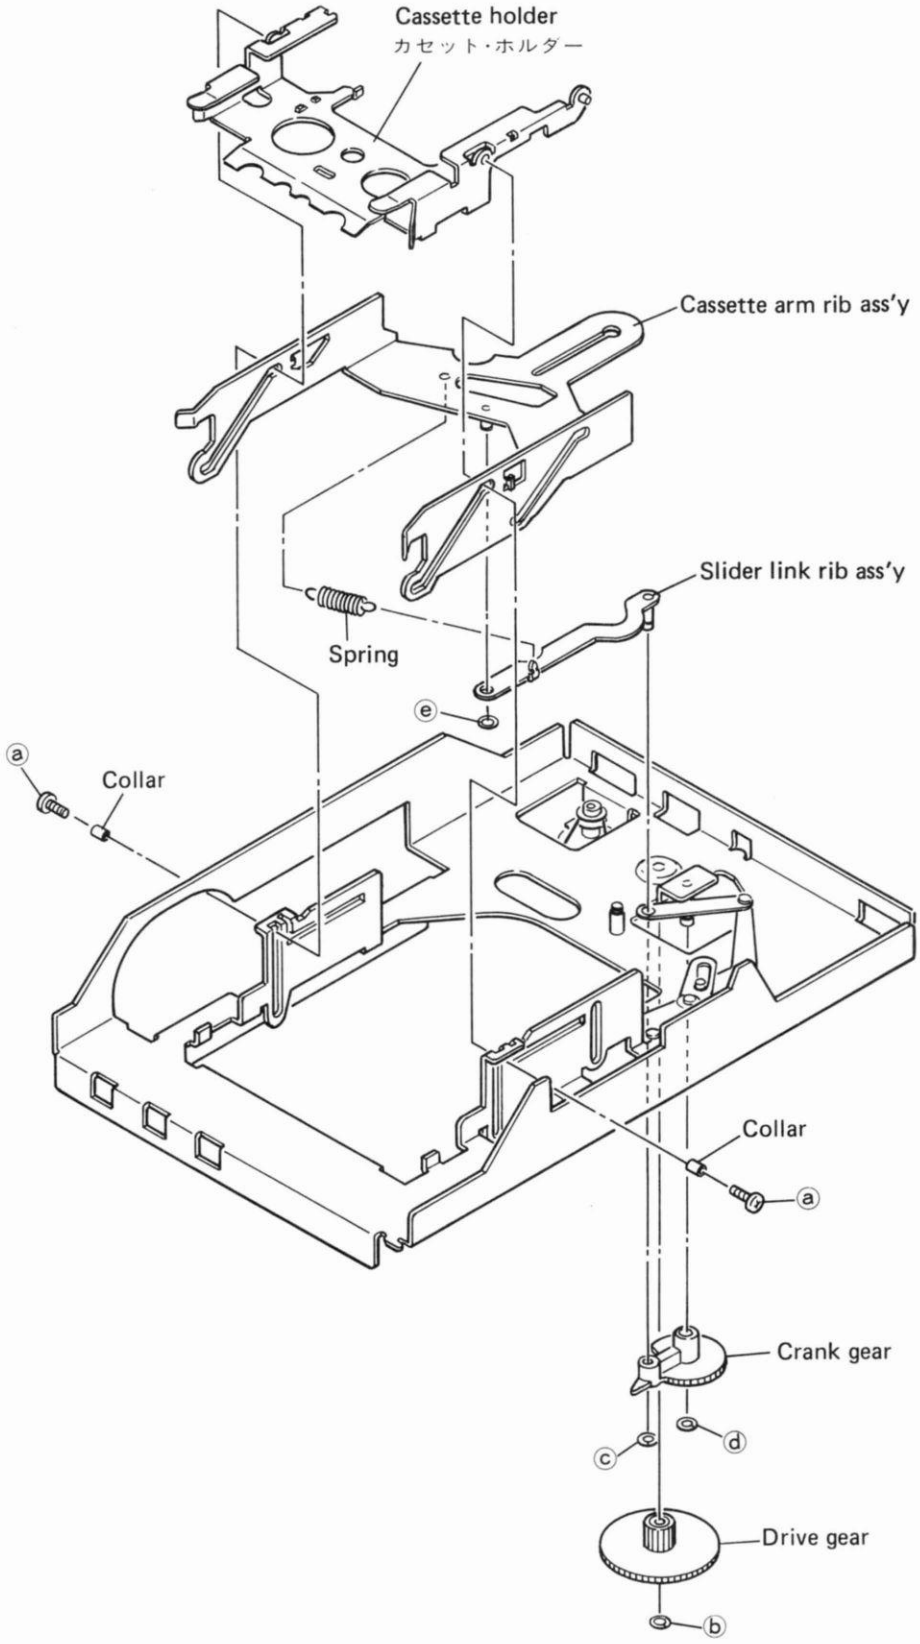

Fig. 2-18
I. Remove two screws ⓐ and two collars shown in Fig. 2-18.
II. Slide the cassette arm rib ass'y shown in Fig. 2-18 backward by approx. 15cm, then remove the cassette holder.
I. Remove the spring shown in Fig. 2-18.
II. Remove washer ⓑ shown in Fig. 2-18, then remove the drive gear.
III. Remove washers ⓒ and ⓓ shown in Fig. 2-18, then remove the crank gear.
IV. Remove washer ⓔ shown in Fig. 2-18, then remove the cassette arm rib ass'y and slider link rib ass'y.
Ⅰ．図2-18のネジⓐ2本とCOLLAR2個を外す．
Ⅱ．図2-18のCASSETTE ARM RIV Assy を後方へ約15cm程度スライドさせて，カセット・ホルダーを取外す．
Ⅰ．図2-18の SPRING を外す．
Ⅱ．図2-18のワッシャーⓑを外し，DRIVE GEARを取外す．
Ⅲ．図2-18のワッシャーⓒとワッシャーⓓを外し，CRANK GEARを取外す．
Ⅳ．図2-18のワッシャーⓔを外し，CASSETTE ARM RIV Assy とSLIDER LINK RIV Assyを取外す．
2-3-8. Disassembly of the holder base block (Fig. 2-18)　　2 − 3 − 8．HOLDER BASE BLK の分解（図2-18）
Note: When adjusting molded part A, manually turn the drive gear (Fig. 2-18) to elevate the cassette holder, then, move the cassette holder to the upper edge and adjust screw (a) through the cassette holder hole through which the reel ass'y comes out.
注）．成型品Aを調整するときは，カセット・ホルダー昇降用ギア(DRIVE GEAR)（図2-18）を手動で回し，カセット・ホルダーを上端に移動させ，リール ASSY の出るカセット・ホルダーの穴からネジⓐを調整して下さい．